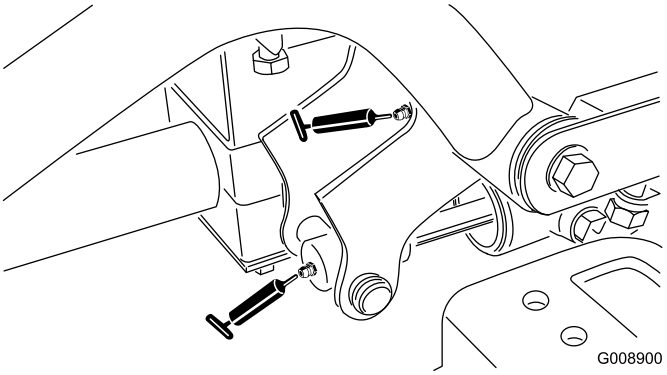

Figur 42
- Främre höger lyftarmstapp och lyftcylinder (2) (Figur 42)